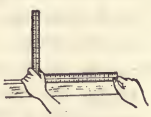
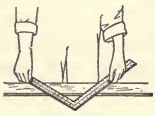

Fig. 19.
Fig. 20.
21. Using the Steel-Square.—The steel-square is used as a straight edge, Fig. 19, and in squaring large stock, but its chief use is in framing or roof construction, Fig. 20. The T-bevel may be set from a steel square or an angle may be laid off directly on the work, as